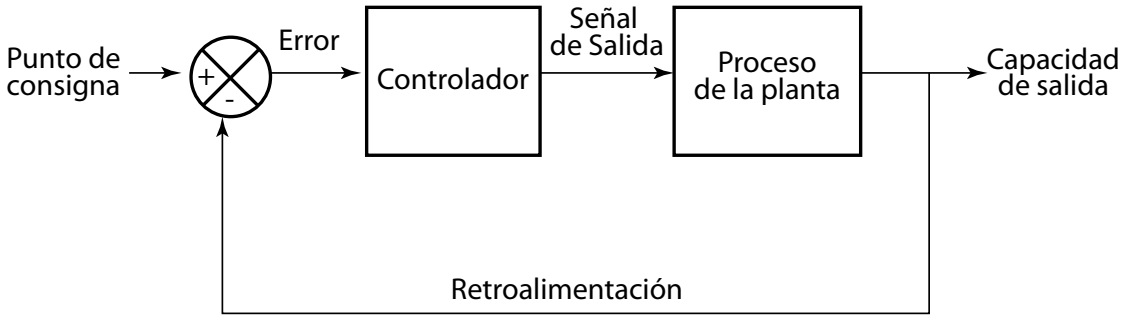

Fig. 4
El diagrama de bloques anterior (Fig. 4) es un modelo de control modulado continuamente; se utiliza un controlador de realimentación para controlar automáticamente un proceso o funcionamiento. El sistema de control compara el valor o el estado de la variable de proceso que se está controlando con el valor o punto de consigna deseado (SP) y aplica la diferencia como una señal de control para llevar la salida de la variable de proceso de la planta al mismo valor que el punto de consigna.